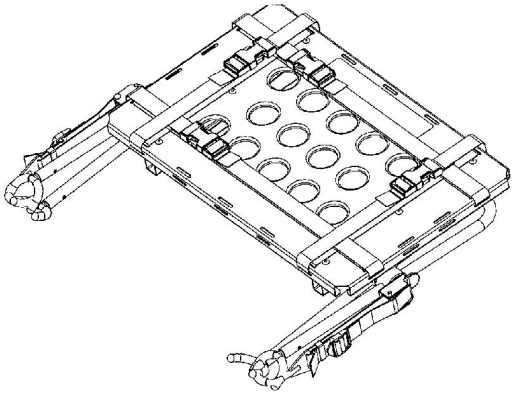

Figure 54
1. Placer la tablette porte-défibrillateur en position de rangement comme illustré sur la Figure 54.